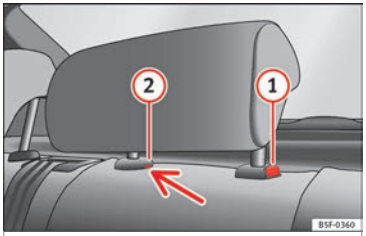

Fig. 155 Apoyacabezas trasero central: punto de desbloqueo.
– Para ajustar el apoyacabezas a una altura menor, pulse la tecla ››› fig. 155 (1) y desplácelo hacia abajo.